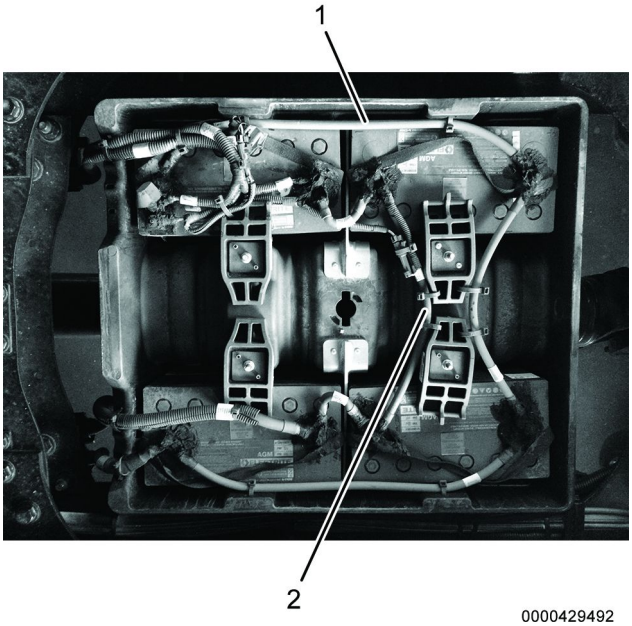

Figure 5. Battery Interconnect Cables
22. Cut tie straps and remove negative battery interconnect cable (Figure 5, Item 2).
23. Cut tie straps and remove positive battery interconnect cable (Figure 5, Item 1).